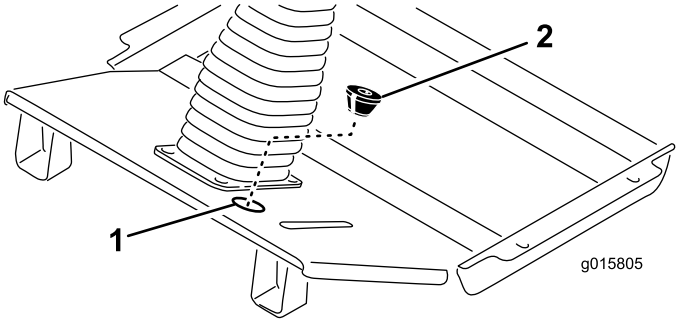

Figure 11
- Route the harness with the (5) connectors up the steering column and plug them into the appropriate connectors. Cable tie the harness to the steering column with cable ties.
- Insert the remainder of the harness through the knockout hole in the floor plate (Figure 11).
- Cut a slit in the supplied grommet and cut out the bottom opening (Figure 11). With the cone end of the grommet facing down, wrap it around the harness and insert it into the knockout hole in the floor plate.